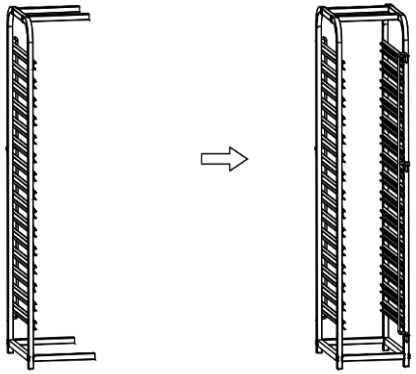

Abb. 1
1. Montieren Sie zuerst die 4 Querstreben oben und unten an einem der Seitenteile des Abräumwagens (**Abb. 1**).